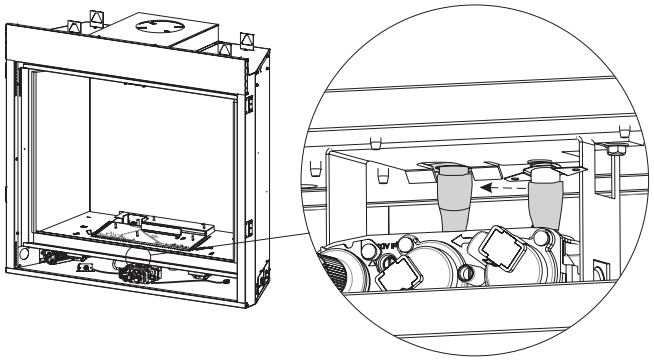

Figure 17
15. Install thermo disc by snapping into valve bracket burner assembly. **See Figure 17.**